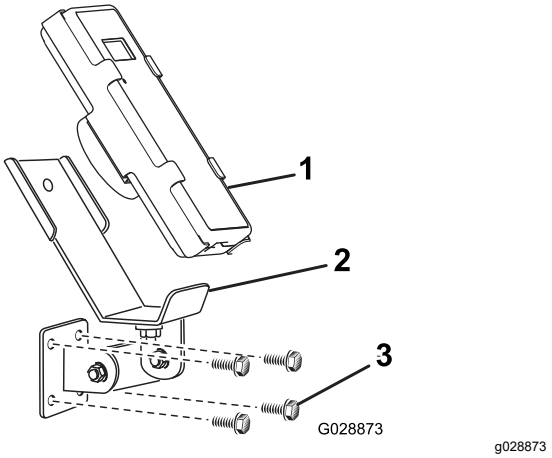
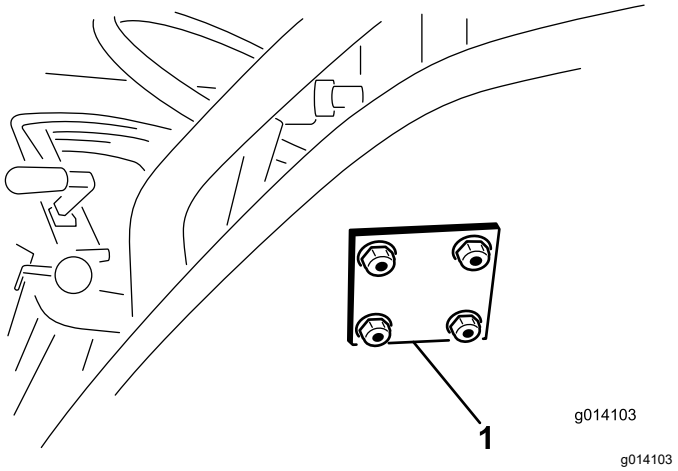

Figur 10
Figur 11
3. Sätt fast monteringsfästet och fästplattan med fyra huvudbultar med fläns (5/16 x 1 ½ tum) och låsmuttrar med fläns (Figur 10 och Figur 11).